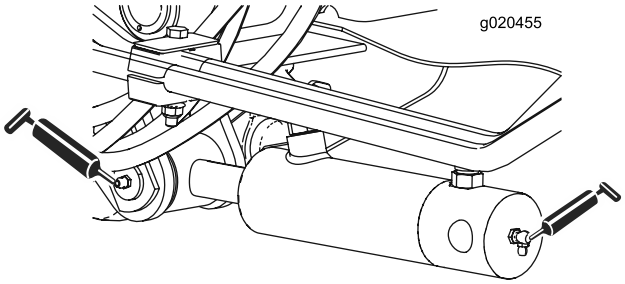

Figur 41
- 2 (hver side) cylinderbøsninger til løftearme (Figur 41)